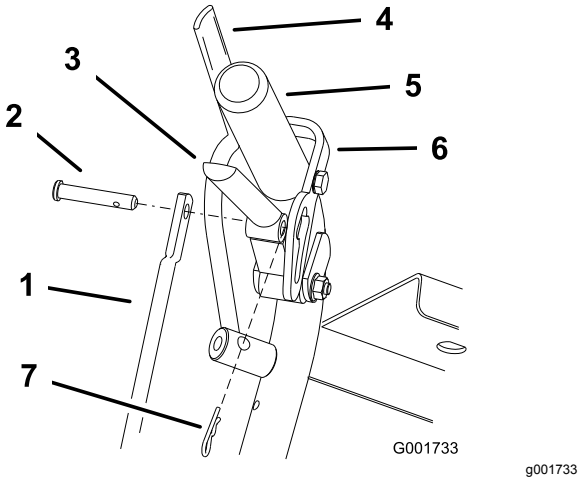

Figur 39
1. Justera stångens längd genom att släppa drivningsspaken och avlägsna hårnålssprinten och sprintbulten. Vrid stången i stångbeslaget (Figur 39).
4. Sätt i sprintbulten i drivningsspaken (Figur 39).
6. Montera hårnålssprinten mellan drivningsspakarna och neutrallåsen och in i sprintbultarna (Figur 39).